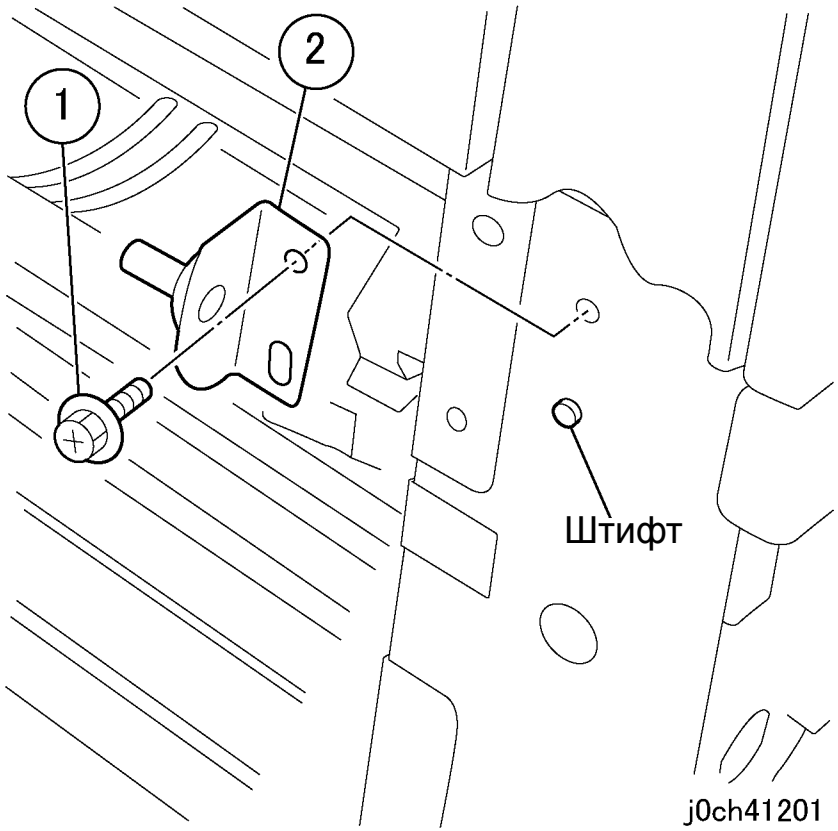

Рисунок 1 Снятие держателя (j0ch41201)
4. Снимите держатель (рисунок 1).